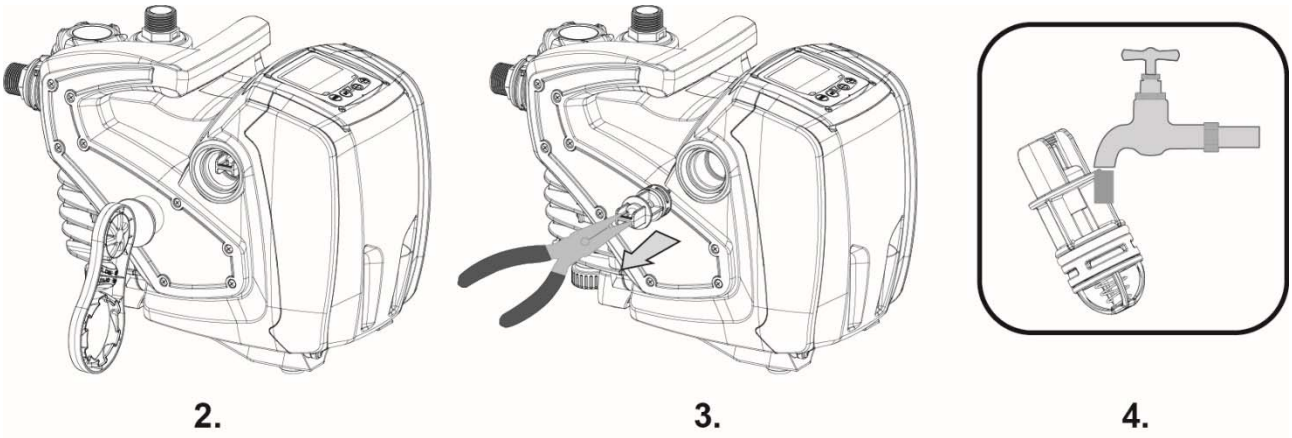

Rysunek 8
2. przy pomocy śrubokręta lub odpowiedniego akcesoria usunąć korek wentylacji tak, aby mieć dostęp do zaworu zwrotnego (Rys.8);
3. przy pomocy szczypiec wyciągnąć, bez przekręcania, wkład zaworu zwrotnego przyciskając mostek wspomagający (Rys.8): czynność może wymagać dużej siły;
5. wprowadzić ponownie kompletny wkład we własne gniazdo: czynność wymaga siły koniecznej do kompresji 2 uszczelek O-Ring (Rys.8);
6. przykręcić korek wentylacji, aż do poziomu: jeżeli wkład nie zostanie prawidłowo włożony do gniazda przykręcenie korka zadba o jego prawidłowe pozycjonowanie (Rys.8).